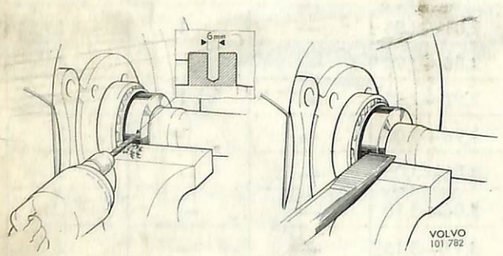

Bild 19. Demontering av låsring
6. Borra ett 6 mm hål i låsringen enligt bild 19. Borra ej så djupt att axeln skadas. Spräck ringen med en huggmejsel. OBS! Anbringa mejseln på ringens ytterkant så att lagret ej skadas. Lossa axeln från skruvstycket och tag bort låsringen.